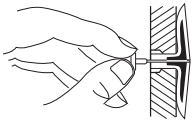

Figure 10 - Popping Open Anchor Wings For Thin Walls
4. For thin walls (1/2" or less), insert red key into wall anchor. Push red key to “pop” open anchor wings (see Figure 10).